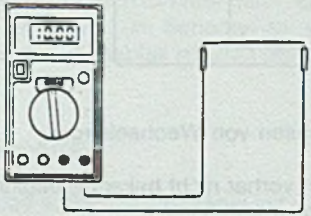

Fig. 5-5 Widerstand messen
2. Stellen Sie den Funktionswahlschalter auf den gewünschten Ohm-Bereich und legen Sie die Prüfspitzen an den zu messenden Widerstand (siehe Fig. 5-5).